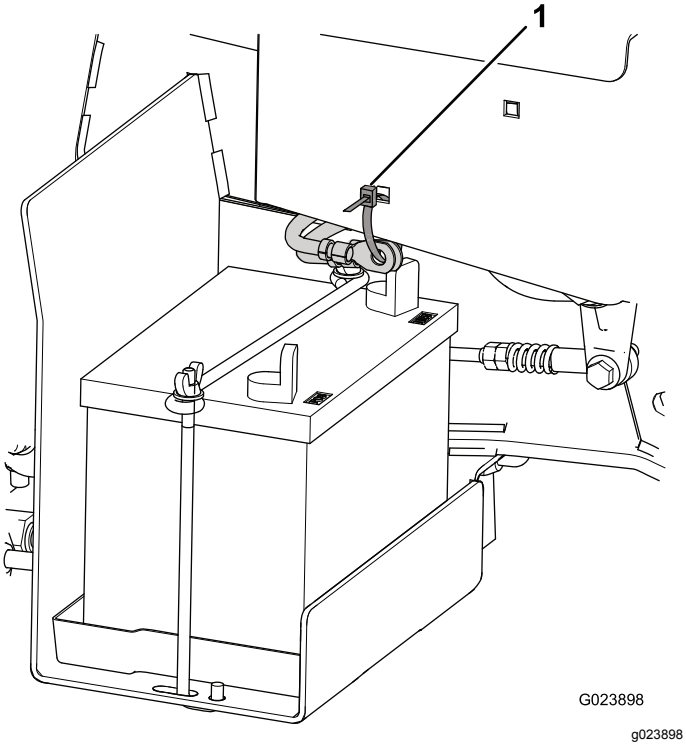

**Figur 4**
1. Skær kabelbåndet af, der fastgør batterikablerne til stellet, og kasser det (Figur 4).